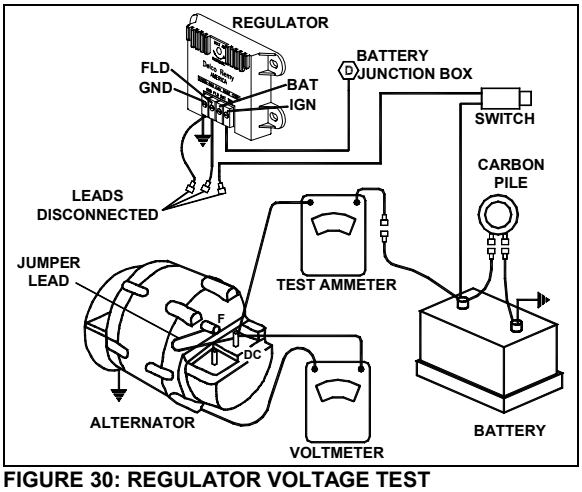

FIGURE 30: REGULATOR VOLTAGE TEST (UNDERCHARGED BATTERY) 06417
6. See figure 30 for wiring connections.
B) By removing any retaining screws involved and unsoldering the connections. When resoldering, limit solder time to a minimum as excessive heat may damage the printed circuit board and component parts. However good soldered connections are essential for satisfactory operation. A resin core 63% tin 37% lead solder with a 360°F (182°C) melting point is recommended along with a soldering iron rated at 50 watts or less. Use extreme care to avoid overheating. Before checking the printed circuit board, remove transistor TR1, which must be checked separately. Connect the ohmmeter as shown in figure 30, and then reverse the ohmmeter leads to obtain two readings on the same component. Use the middle scale on scale-type meters on which the 300 ohm value should be within, or nearly within, the middle third of scale.